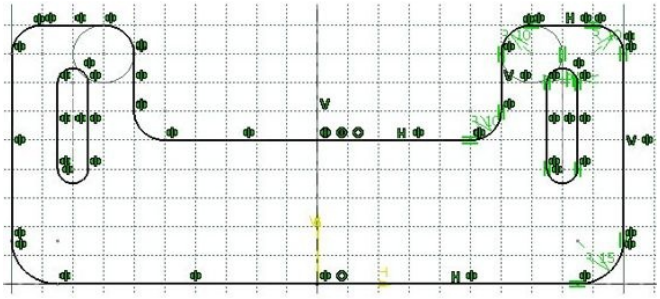

Figure 3-61 *The sketch after mirroring*
b. Mirror the sketch along the vertical axis of origin, refer to Figure 3-61.
3. Select the vertical axis; the sketch is mirrored to the other side of the selected axis, as shown in Figure 3-61.